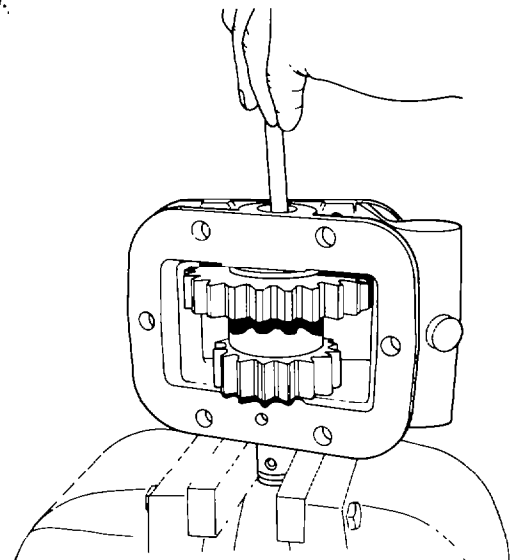

Fig. 391 — Removing Shaft
b. Support the adapter housing and remove the shaft. Use a suitable drift and hammer to drive the shaft out from the opposite end to the roll pin to avoid possible damage to the needle roller bearings (see fig. 391).